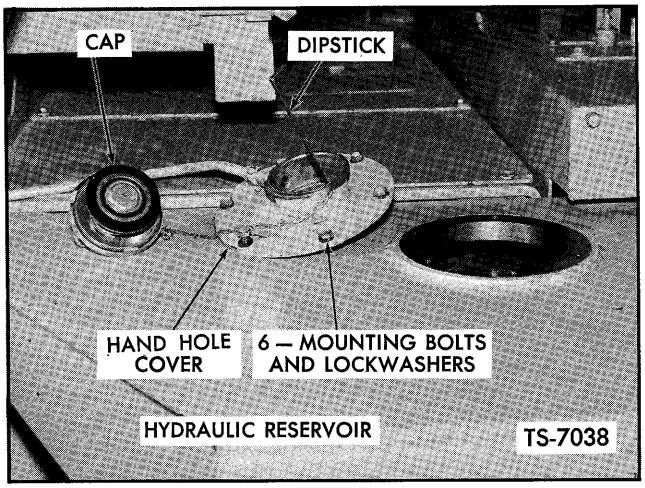

Fig. 2. Remove Reservoir Cap, Dipstick and Hand Hole Cover
1. Loosen reservoir cap **slowly** to relieve pressure in hydraulic reservoir. Remove reservoir cap, dipstick, and hand hole cover as shown in Figure 2. On models using two filters, the second filter is located under the plate next to the reservoir filler cap.